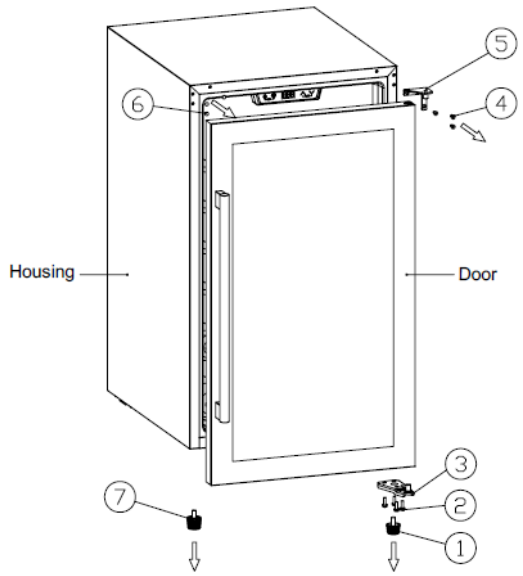

Bild 1
1. (Bild 1) Stäng dörren.
2. (Bild 1) Ta bort den korta skåpsfoten (1) i nedre högra hörnet, skruva ur skruvarna (2) och ta av det högra nedre dörrgångjärnet (3); sänk dörren en aning, ta sedan av den och lägg den åt sidan.
3. (Bild 1) Skruva ur skruvarna (4) och ta av det högra övre dörrgångjärnet (5); ta bort gångjärnshålets täcklock (6) i övre vänstra hörnet och skåpsfoten (7) i nedre vänstra hörnet.